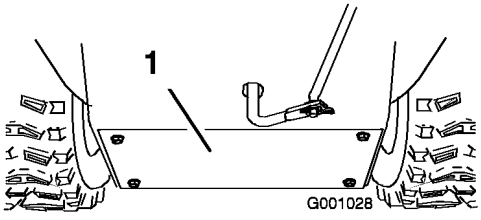

Figur 52
3. Fjern bakdekslet (Figur 52).